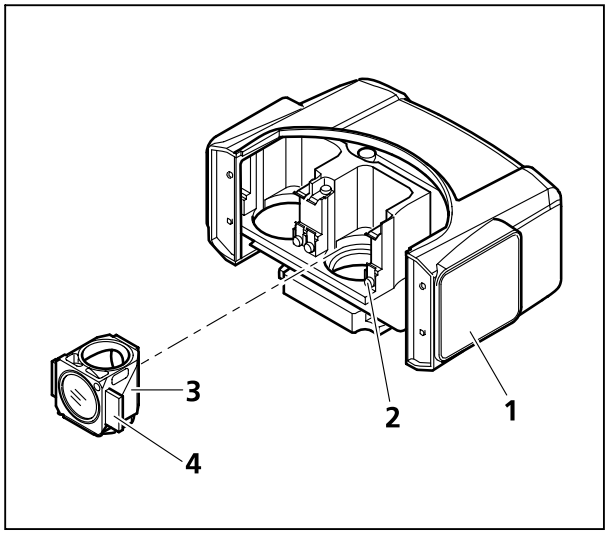

Bild 3-8 Reflektormodul im Reflektoreinsatz wechseln
- Reflektoreinsatz (Bild 3-8/**1**) aus dem Stativoberteil herausnehmen (siehe Abschnitt 3.1.7) und auf die Oberseite gedreht ablegen.
- Das Modul (Bild 3-8/**3**) (mit ebenfalls nach unten gedrehter Oberseite) mit den rechts und links am Modul angebrachten Halteelementen (Bild 3-8/**4**) schräg von oben in die unteren Federklemmen (Bild 3-8/**2**) an der Reflektoraufnahme einführen.